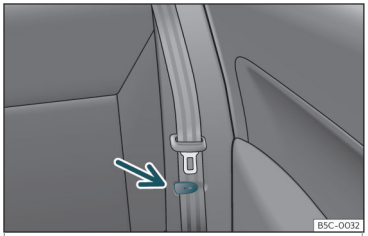

Fig. 105 Sedile posteriore: morsetto per sostenere la cintura di sicurezza.
• Collocare le cinture di sicurezza laterali nel morsetto del rivestimento››› **fig. 105**.